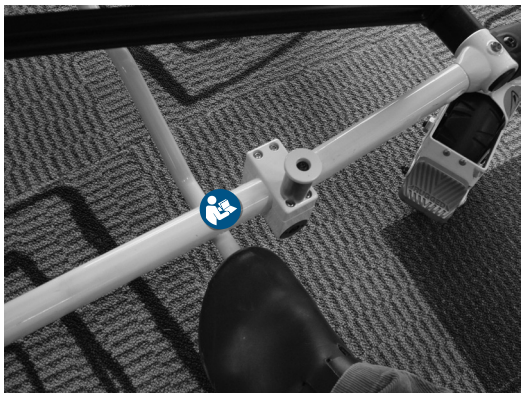

Figur 38
1. Operatør 1 slår støttebenet ud med foden som vist i Figur 38.